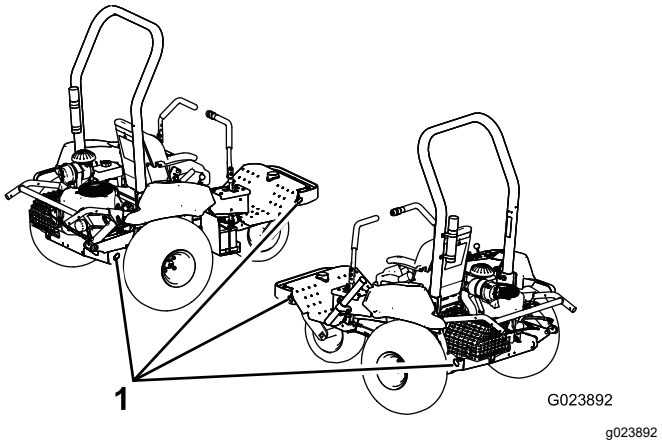

Rysunek 30
5. Zamocuj maszynę do przyczepy lub ciężarówki za pomocą pasów, łańcuchów lub lin, używając punktów mocowania na maszynie (Rysunek 30).